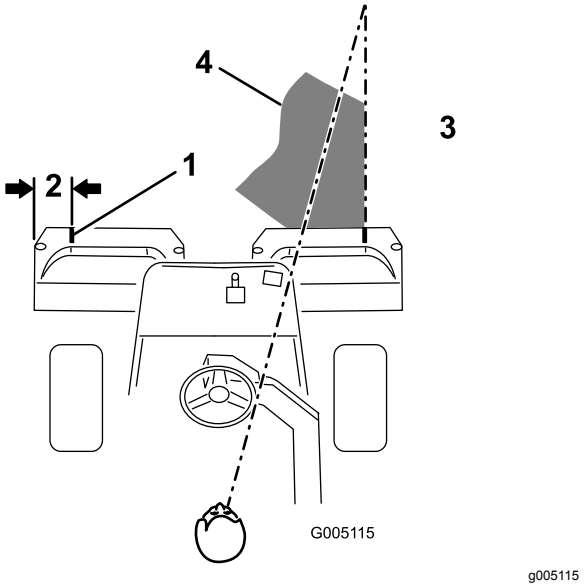
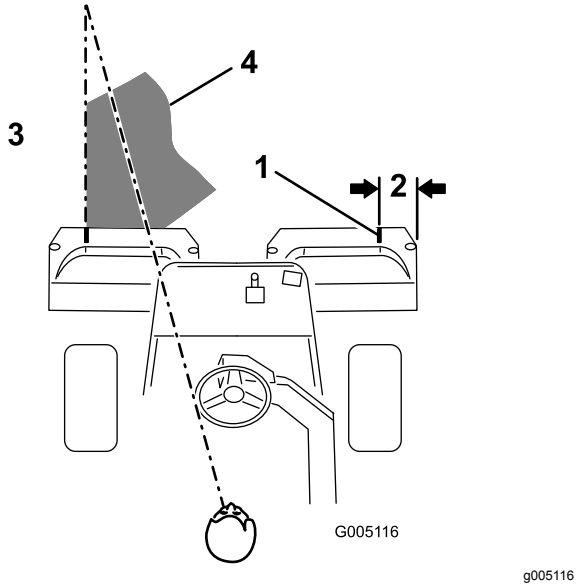

Figur 29
Figur 30
2. Placera en bit vit tejp eller måla en linje på varje korg parallellt med korgens ytterkant (Figur 29).
3. Överlappa den tidigare klippremsan så lite som möjligt under nästkommande vända. Etablera en tänkt siktlinje ca 1,8 till 3 m framför maskinen så att du klipper i en rak linje över greenen och håller maskinen på ett jämnt avstånd till förra klippvändans kant (Figur 29 och Figur 30). En del tycker att det är användbart att inkludera rattens ytterlinje som del i siktlinjen, dvs. att hålla rattkanten i linje med en punkt som alltid är på samma avstånd från maskinens framkant (Figur 29 och Figur 30).